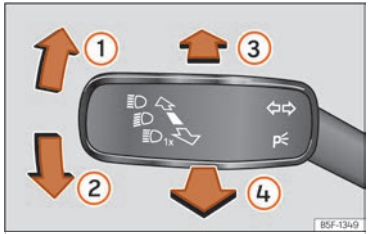

Fig. 73 Palanca d'intermitents i de llum de carretera.
- Des de la posició base, premeu cap endavant la palanca dels intermitents i llum de carretera ››› fig. 73 ③.
- **O BÉ**: si l'assistent del llum de carretera està connectat, estireu cap enrere la palanca dels intermitents i de llum de carretera ››› fig. 73 ④.